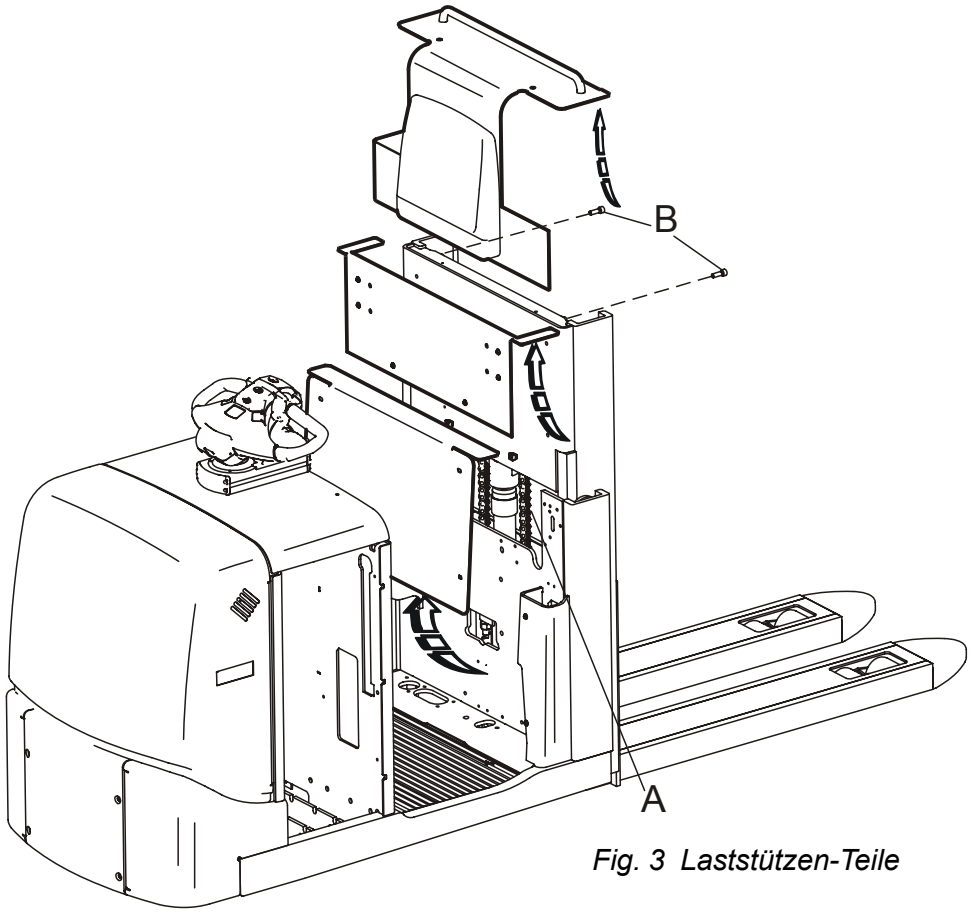

Fig. 3 Laststützen-Teile
- Bauen Sie die Teile der Laststütze gemäß aus Fig. 3.
- Wenn die Gabel ca. 30-40 cm angehoben wird, sind die Kettenbefestigungen von der Fahrerseite des Hubmasts zugänglich. Fig. 3 (A)
- Schrauben Sie die Anschlagschrauben aus Fig. 3 (B)